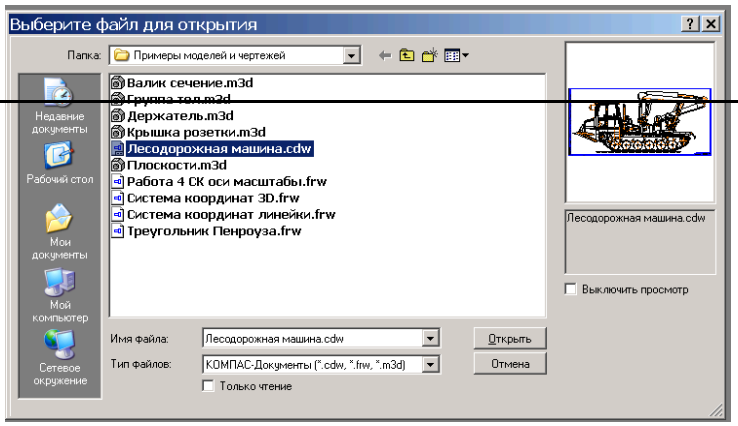

Рис. 1.22.
2) установите в поле **Тип файлов** маску ***.cdw** (**cdw** – расширение файла чертежа), а затем в списке файлов найдите и откройте файл с деталью ***Лесодорожная машина.cdw*** (рис. 1.22).